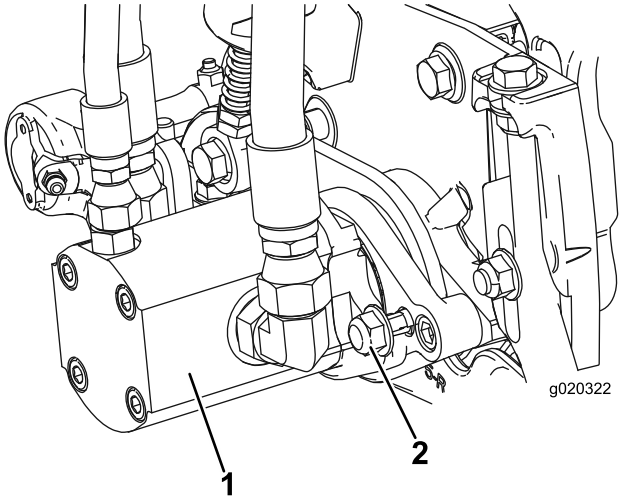

Figur 10
15. Installer motoren ved å rotere den med klokken slik at motorflensene går klar av låsemutrene (Figur 10). Roter motoren mot klokken til flensene omringer mutrene , og trekk deretter til mutrene.